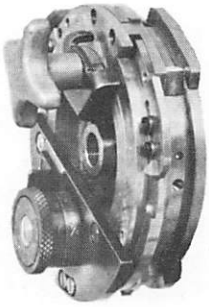

Fig. 16 Pattern Wheel
For making Straight-end Buttonholes with a Taper Bar. Having placed the pattern wheel with two taper bar cam blocks as shown in Fig. 16 in the machine, see that the locking pin (73) rests in the vertical slot of the work clamp side throw lever (74), then place the correct buttonhole cutting block and knife in the machine. (See list of pattern wheel cam blocks and cutting blocks.)